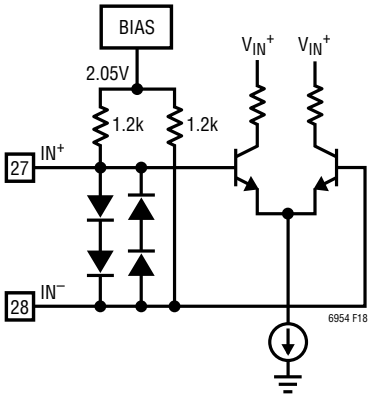

Figure 18. Simplified IN Input Schematic
The LTC6954 provides a flexible interface to either differential or single-ended frequency sources. The maximum input signal frequency is 1.4GHz (1.8GHz for the LTC6954-1 when DELx = 0). Any signal source may be directly coupled (DC) to the LTC6954, as long as its signal swing is less than $1.5V_{P-P}$ and its common mode voltage is approximately the self-bias voltage of the input buffer (see Figure 18). If the input signal is too large, it should be attenuated to avoid turning on the input protection diodes. If the common mode voltage is too high or low, the signal must be level shifted or AC-coupled.